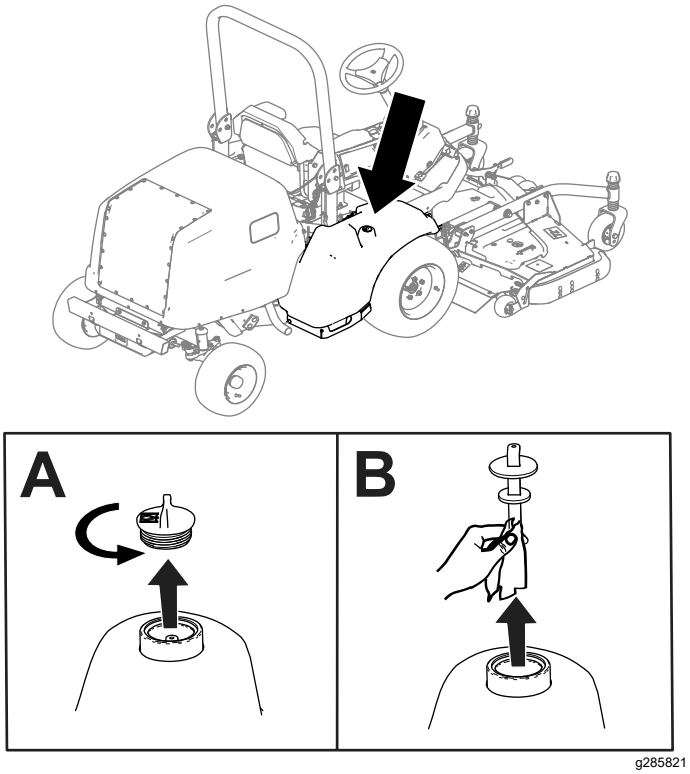

Bild 83
2. Entfernen Sie die Ablassschraube vom Hydrauliktank (Bild 83).
3. Entfernen Sie den Ölpeilstab aus dem Hydraulikbehälter und wischen ihn mit einem sauberen Lappen ab (Bild 83).